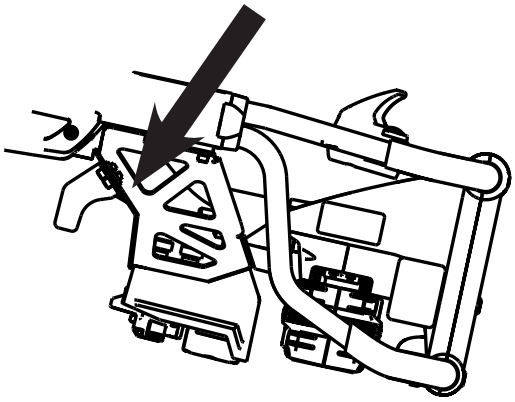

Figur 58
- For Power-LOAD-kompatible bårer skal man forlænge remmene og fastgøre dem til fodendens fastgørelsesbeslag som angivet i Figur 58.